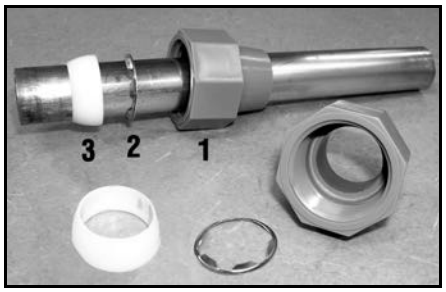

Figure 2: Qest Fittings
C. Install Qest fittings. Qest connection fittings are provided with your appliance. Qest fittings provide a convenient, easy-to-use three-piece assembly for 3/4-inch copper plumbing or 3/4-inch CTS CPVC plastic tubing. Ensure that the three components (1: collar, 2: metal retaining ring, and 3: nylon sleeve) are correctly installed in sequence on the pipe. (See Figure 2.)